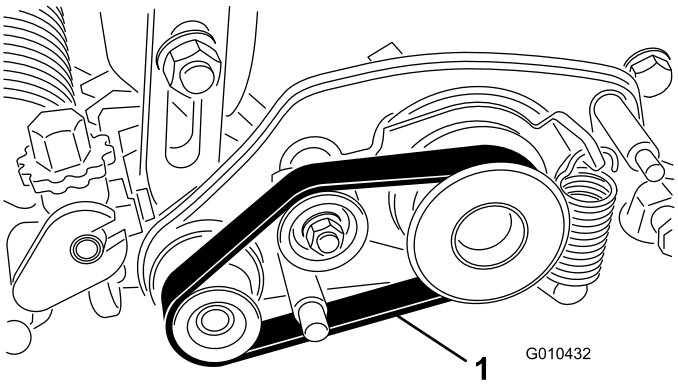

Figura 29
2. Rimuovete la cinghia dalla puleggia condotta, dalla puleggia tendicinghia e dal gruppo della puleggia (Figura 29).